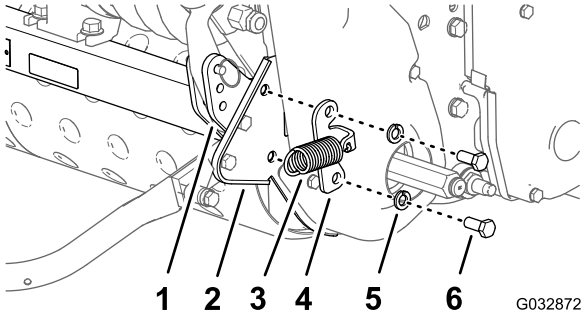

Rysunek 4
6. Wykręć 2 śruby (3/8 x 7/8 cala) z 2 podkładkami zabezpieczającymi (3/8 cala) mocujące wspornik zaczepu sprężyny i prawą płytę boczną do zewnętrznego mocowania w tylnej części ramy maszyny (Rysunek 4).